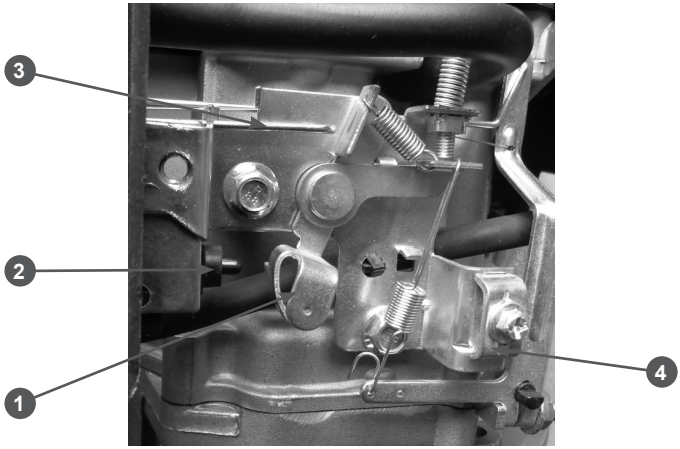

Рис. 3 Панель управления
1. Открутите болт скобы крепления троса газа и снимите скобу крепления троса газа (Рис. 3 п. 4).
при переводе рычага газа в это положение рычаг управления на панели управления двигателя (Рис. 3 п. 1) нажимает на тягу управления воздушной заслонкой (Рис. 3 п. 3). При этом полностью закрывается воздушная заслонка карбюратора.
при переводе рычага газа в это положение рычаг управления на панели управления двигателя (Рис. 3 п. 1) не должен нажимать на тягу управления воздушной заслонкой (Рис. 3 п. 3). При этом двигатель работает на максимальных оборотах.
при переводе рычага газа в это положение рычаг управления на панели управления двигателя (Рис. 3 п. 1) нажимает на кнопку выключателя зажигания (Рис. 3 п. 2). Двигатель при этом останавливается.